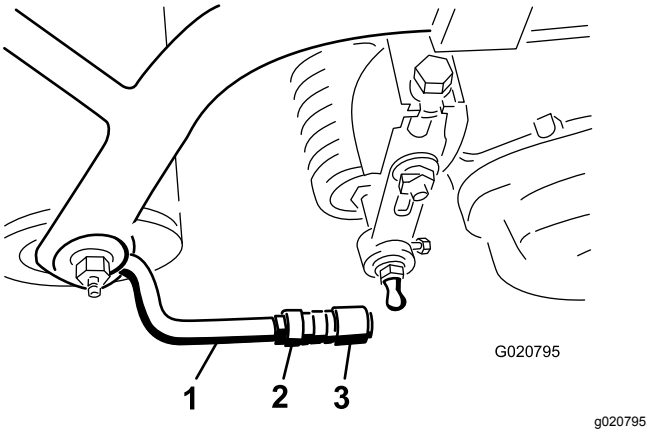

Figur 9
5. Passa in kulledernas hylsbeslag så att beslagens öppna sida är centrerad mot kultappen, och dra åt kontramuttrarna så att hylsbeslagen hålls på plats (Figur 9).